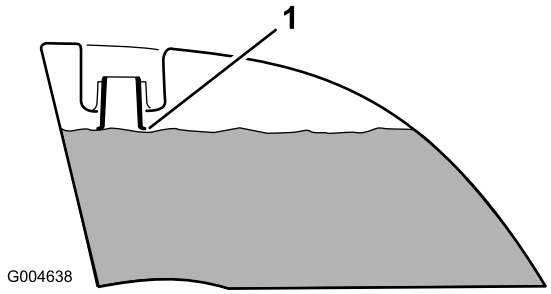

Figur 9
4. Fyld brændstof på begge brændstoftanke, indtil det når op til påfyldningsstudsens bund (Figur 9). **Overfyld ikke brændstoftankene.**